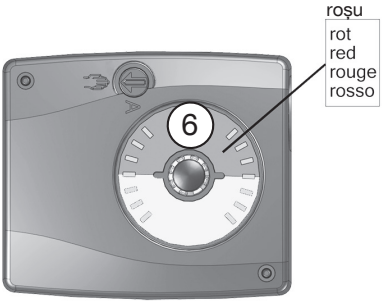

Fig. 12
3. Desprindeți butonul rotativ (6), șaiba dințată (5) și șurubul (4) de pe arborele cav (8).
4. Rotiți discul indicator (7) cu 180° astfel încât porțiunea roșie să fie orientată în sus (fig. 12).